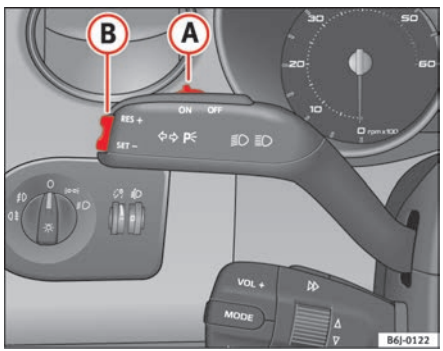

Fig. 104 Indicator and main beam headlight lever: switch and rocker switch for the cruise control
– Press the upper part **RES** of the rocker switch ⇒ fig. 104 (B) to increase the speed. The vehicle will continue to accelerate as long as you keep the rocker switch pressed. When you release the switch, the new speed is stored.
Control of the set speed is switched off if you reduce speed by depressing the brake pedal. Reactivate the control by pressing once on the upper part of the rocker switch **RES+** ⇒ fig. 104 (B).